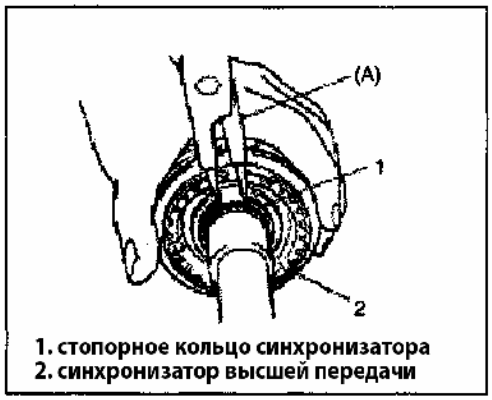

Рис. 367
4) Снимите стопорное кольцо синхронизатора при помощи специального инструмента (Рис. 367).